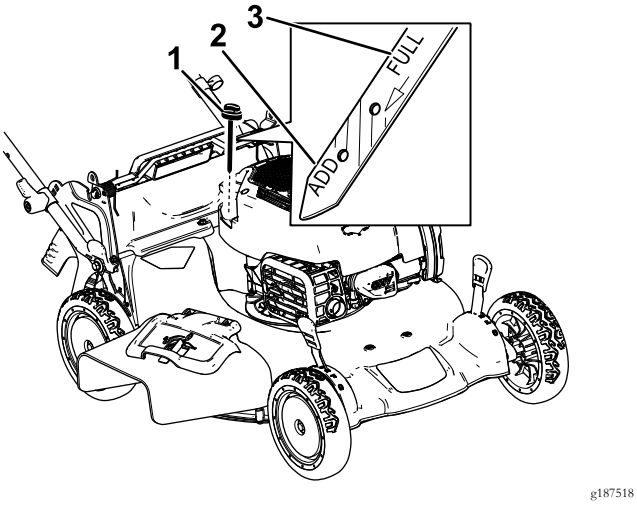

Figur 14
2. Fjern målepinden ved at dreje dækslet mod uret og trække den ud (Figur 14).
5. Aflæs oliestanden på målepinden (Figur 14).